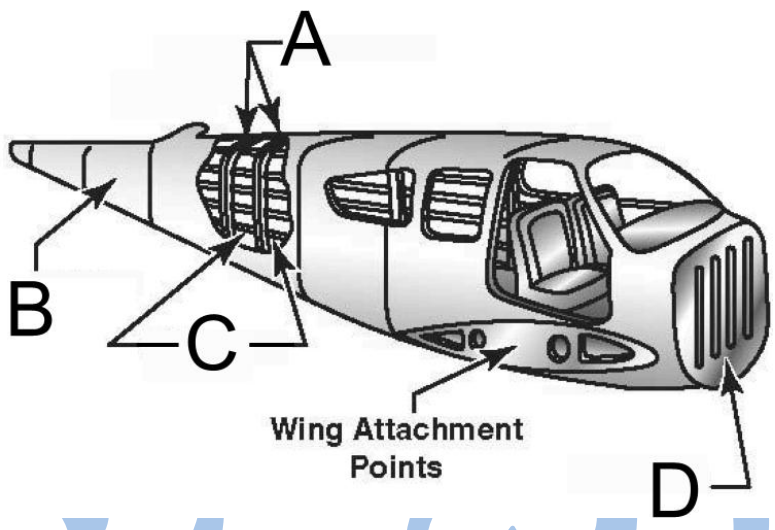

FIGURE 1
2.3 Refer to FIGURE 1 below and answer the questions.
2.3.2 Name the type of fuselage construction illustrated in FIGURE 1. (1)